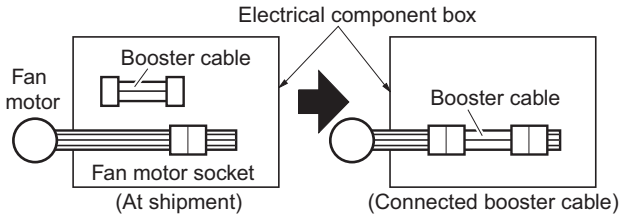

Fig. 8-1
(1) Remove 4 screws on the electrical component box and remove the cover plate.
(2) Disconnect the fan motor sockets in the box.
(3) Take out 2 booster cables from option curton box (sockets at both ends).
(4) Securely connect 2 booster cable's sockets between the disconnected fan motor sockets in step 2 as shown in the Fig. 8-1.
(5) Place the cable neatly in the box and reinstall the cover plate.